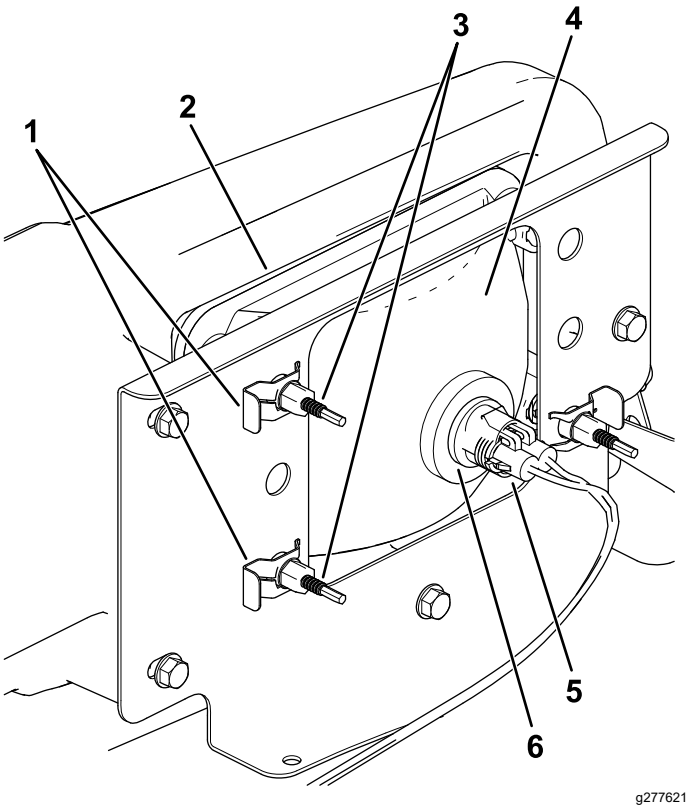

**Figuur 41**
3. Koppel de elektrische aansluiting voor de kabelboom los van de aansluiting van de lamp (Figuur 41).
4. Verwijder de snelklemmen waarmee de koplamp aan de koplampbeugel is bevestigd (Figuur 41).
5. Verwijder de koplamp door deze naar voren door de opening in de voorbumper te trekken (Figuur 41).
6. Monteer de nieuwe koplamp via de opening in de bumper (Figuur 41).
8. Koppel de elektrische aansluiting voor de kabelboom aan op de aansluiting van de lamp (Figuur 41).
5. Draai achteraan de koplamp de stelschroeven (Figuur 41) om de koplamp te draaien en de straal te richten.